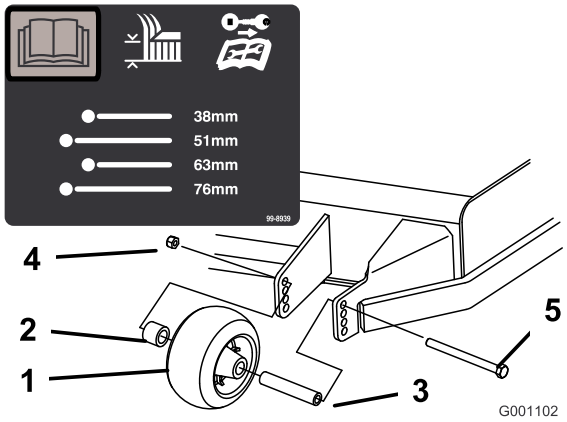
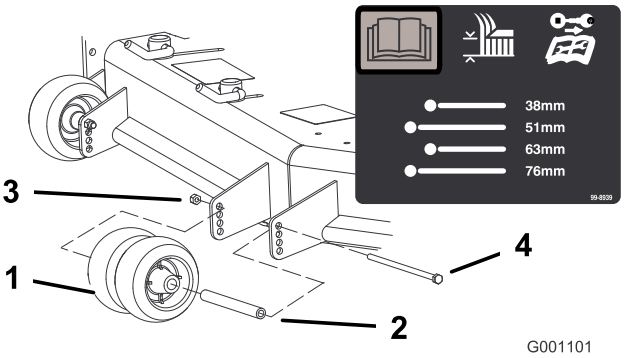
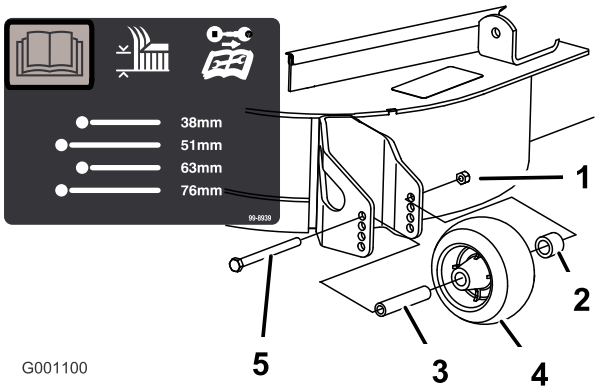

**Figur 17**
**Figur 18**
**Figur 19**
3. Når du har justeret klippehøjden, skal du justere rullerne ved at fjerne flangemøtrikken, bøsningen, afstandsklodsen og bolten (Figur 17, Figur 18 og Figur 19).
**Bemærk:** De to midterste ruller har ikke en afstandsklods (Figur 18).
5. Monter flangemøtrik, bøsning, afstandsklods og bolt. Spænd til 54–61 Nm (Figur 17, Figur 18 og Figur 19).